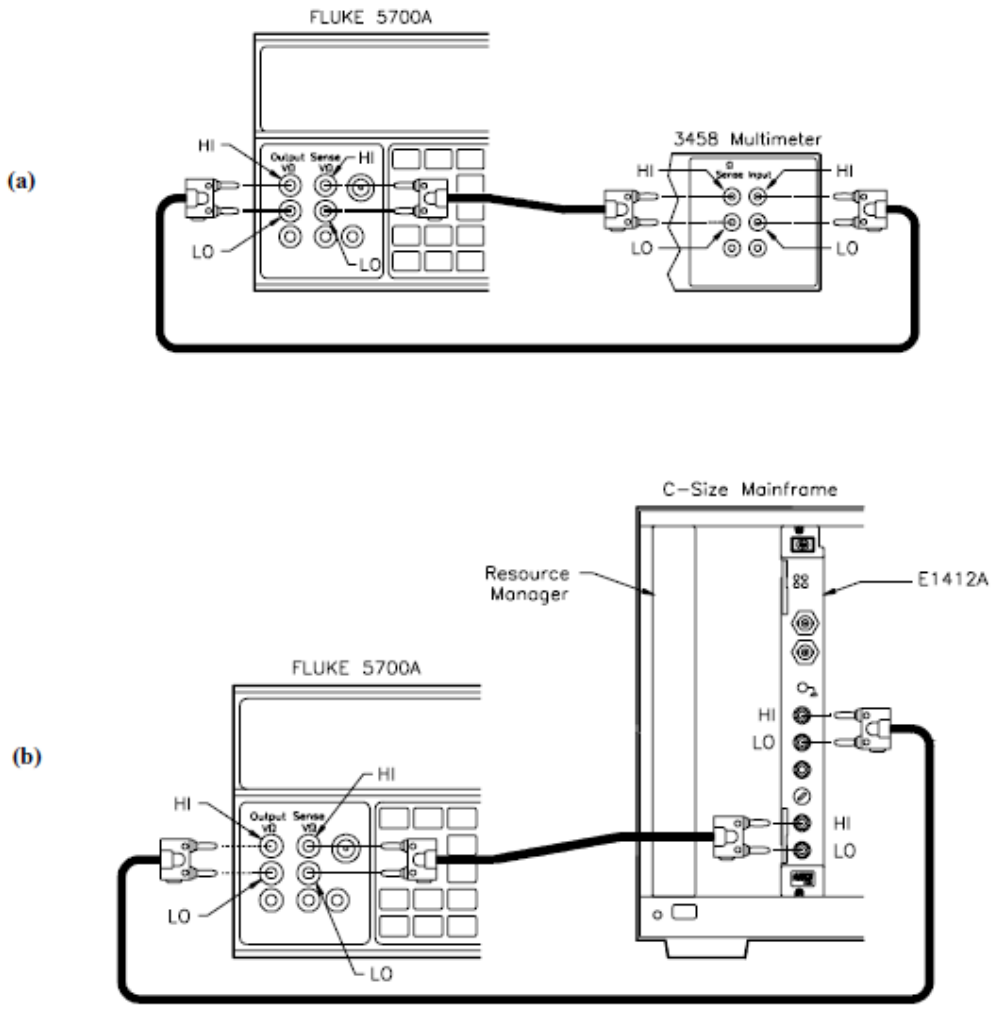

Figure 5-4 4-Wire Ohms Gain Adjustment Setup
3. Measure the output of the Resistance Standard with the Transfer Standard DMM as shown in Figure 5-4(a) (optional). The Transfer Standard settings (offset compensation, auto-zero, etc.) and guarding should be identical to those used for the Keysight E1412A.
4. If used, disconnect the Transfer Standard. Using the same test leads, connect the Resistance Standard output to the terminals of the E1412A as shown in Figure 5-4(b).